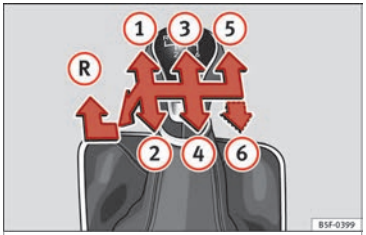

Fig. 43 Gear shift pattern of a 5 or 6-speed manual gearbox.
The position of the gears is indicated on the gearbox lever ››› **Fig. 43**.
- With the gearbox lever in neutral, push it downwards, move it to the left as far as it will go and then forwards to select reverse ››› **Fig. 43** (R).